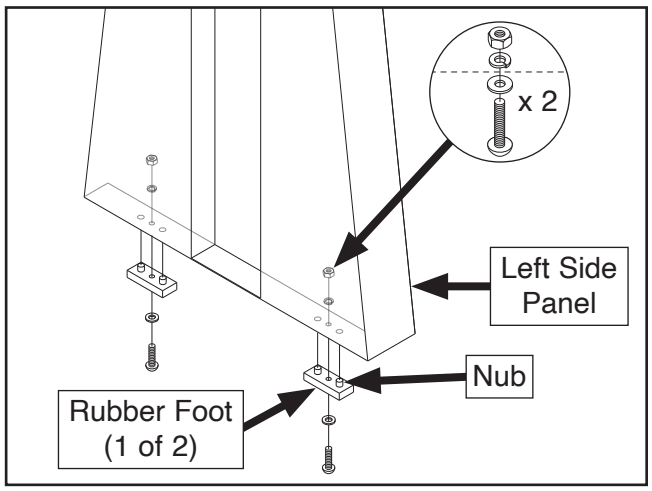

Figure 7. Machine feet and fasteners.
1. Attach (2) rubber feet to left side panel with (2) 5/16"-18 x 3/4" slotted screws, 5/16" flat washers, 8mm lock washers, and 5/16"-18 hex nuts (see **Figure 7**).
Note: *Nubs on feet should face up to seat in holes in bottom of panel (see **Figure 7**).*